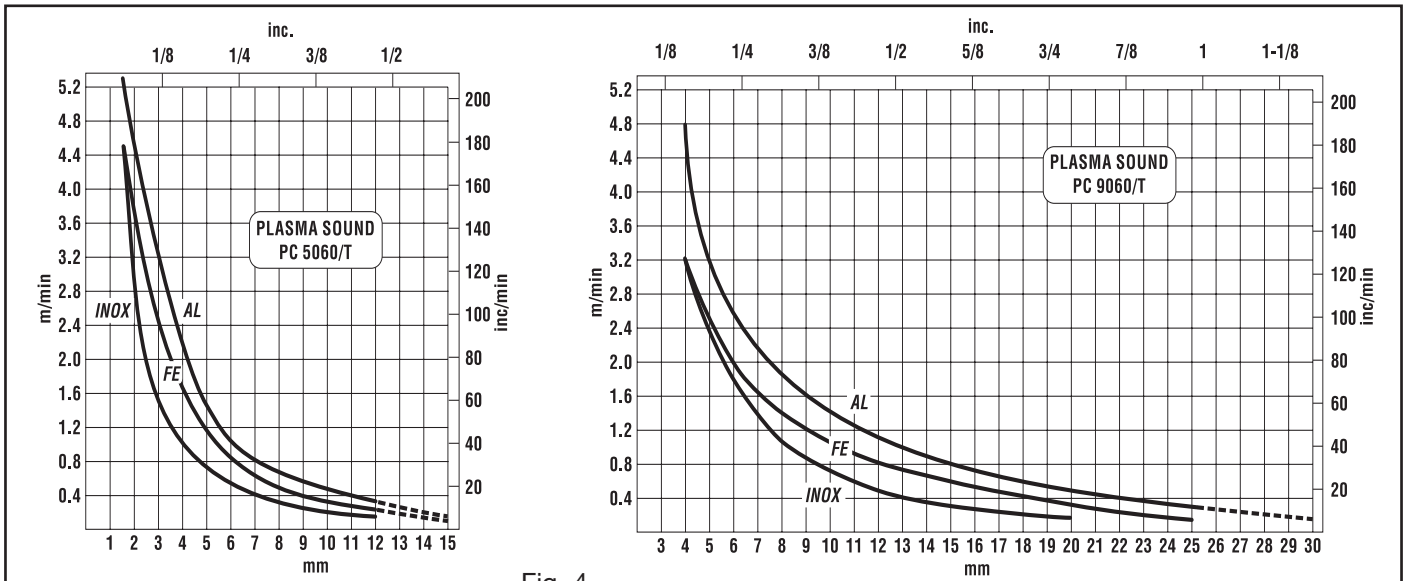

Fig. 4
• Espessura excessiva da peça (veja os diagramas relativos à velocidade de corte, fig. 4)